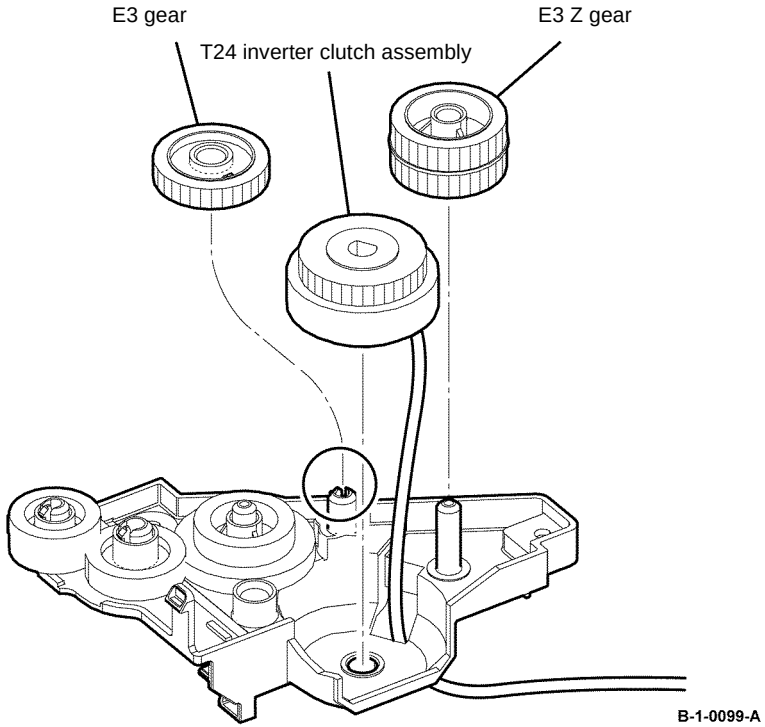

Figure 5 T24 inverter clutch assembly removal
21. Release the hook that fixes the E3 gear to the exit out drive holder assembly. Remove the E3 gear and E3 Z gear. Remove the T24 inverter clutch assembly, Figure 5.
22. Remove the T24 inverter clutch assembly, Figure 5.